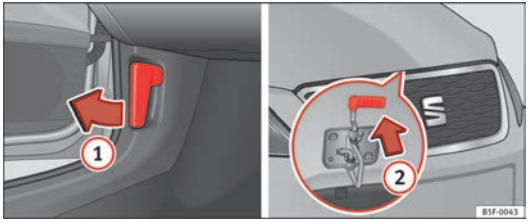

Fig. 112 Release lever in driver footwell and cam below the bonnet
– Pull the lever under the dash panel in the direction of the arrow (1) ⇒ Fig. 112.
– Press the release catch under the bonnet upwards ⇒ Fig. 112 (2). This will release the arrester hook under the bonnet.